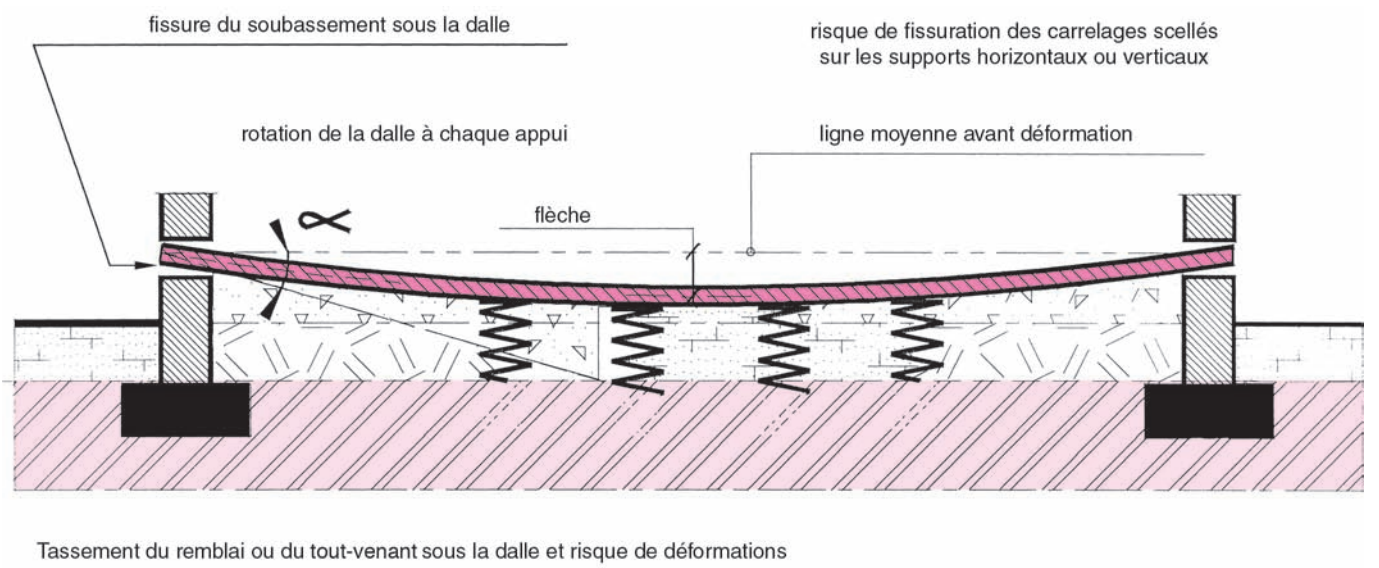

Fig. 3 : Risques de désordres dans le cas d'un dallage sur terre-plein
- **Ce choix dépend en majeure partie des pratiques des constructeurs** qui est déterminé par la recherche de la fiabilité du système constructif et la limitation des désordres des ouvrages, suite à des tassements de sol par exemple sous un dallage (fig. 3).